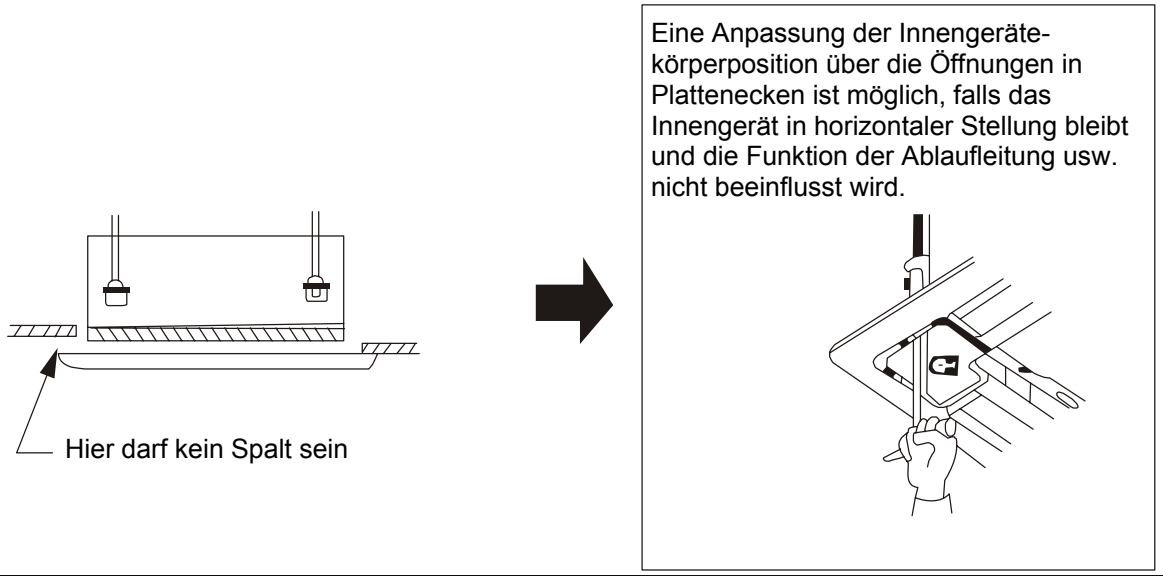

Abb. 6
2. Bleibt auch nach Eindrehung der Schrauben ein Spalt zwischen Platte und Decke, ist die Höhe des Innengerätekörpers anzupassen (siehe Abb. 6).